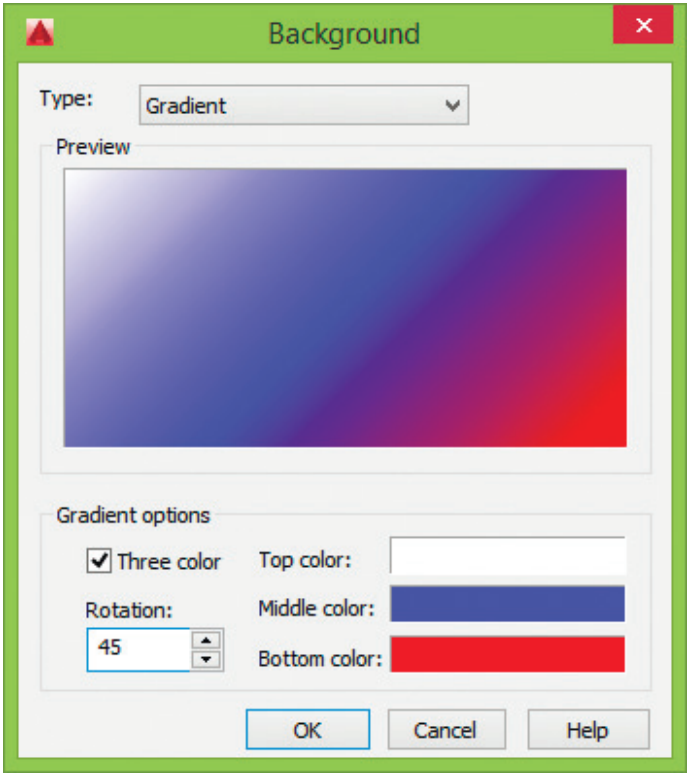

Рис. 15.19. Диалоговое окно переопределения стандартного фона
- список предназначен для переопределения стандартного фона и загрузки диалогового окна **Background** (рис. 15.19), параметры которого несколько отличаются в зависимости от выбранного типа: